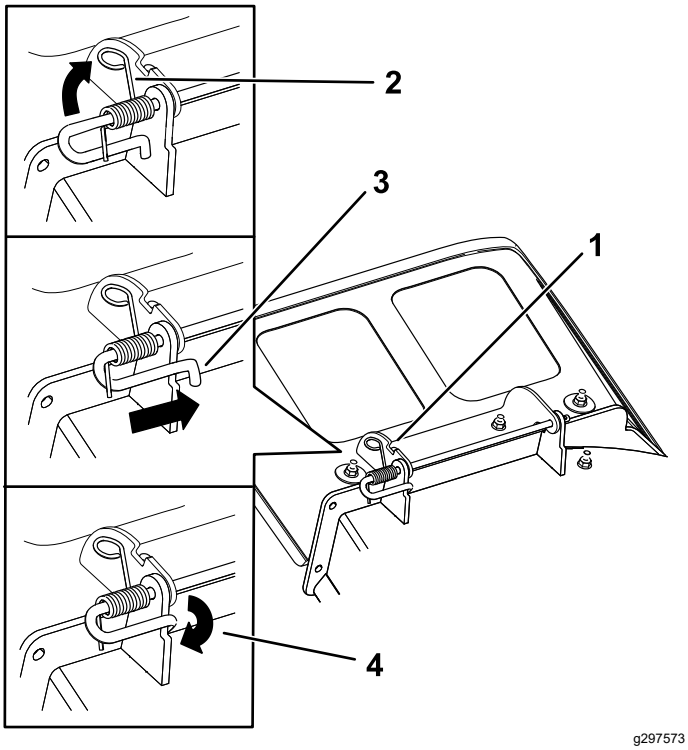

Figur 79
4. Placera den nya utkastargräsriktaren med fästenas ändar mellan de svetsade fästena på däcket enligt Figur 79.
6. Sätt fjädern på stången enligt Figur 79 så att den kortare fjäderänden kommer fram under stången innan böjen och över stången efter böjen.
7. Lyft upp fjäderns ögleände och placera den i gräsriktarfästets spår (Figur 79).
8. Fäst stång- och fjäderenheten genom att vrida den så att stångens korta ände placeras bakom det främre fästet som svetsats fast på däcket (Figur 79).